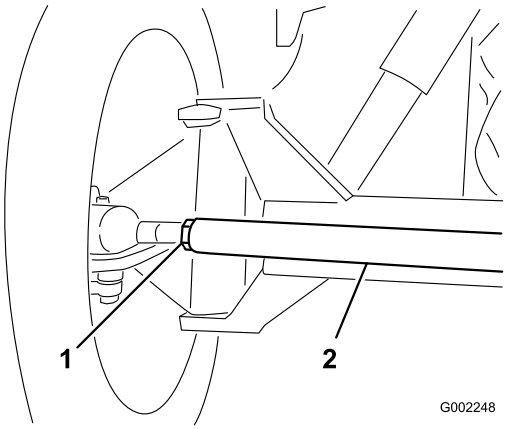

Figur 50
3. Om måttet inte hamnar inom det angivna området ska du lossa kontramuttrarna i båda ändarna av dragstången (Figur 50).